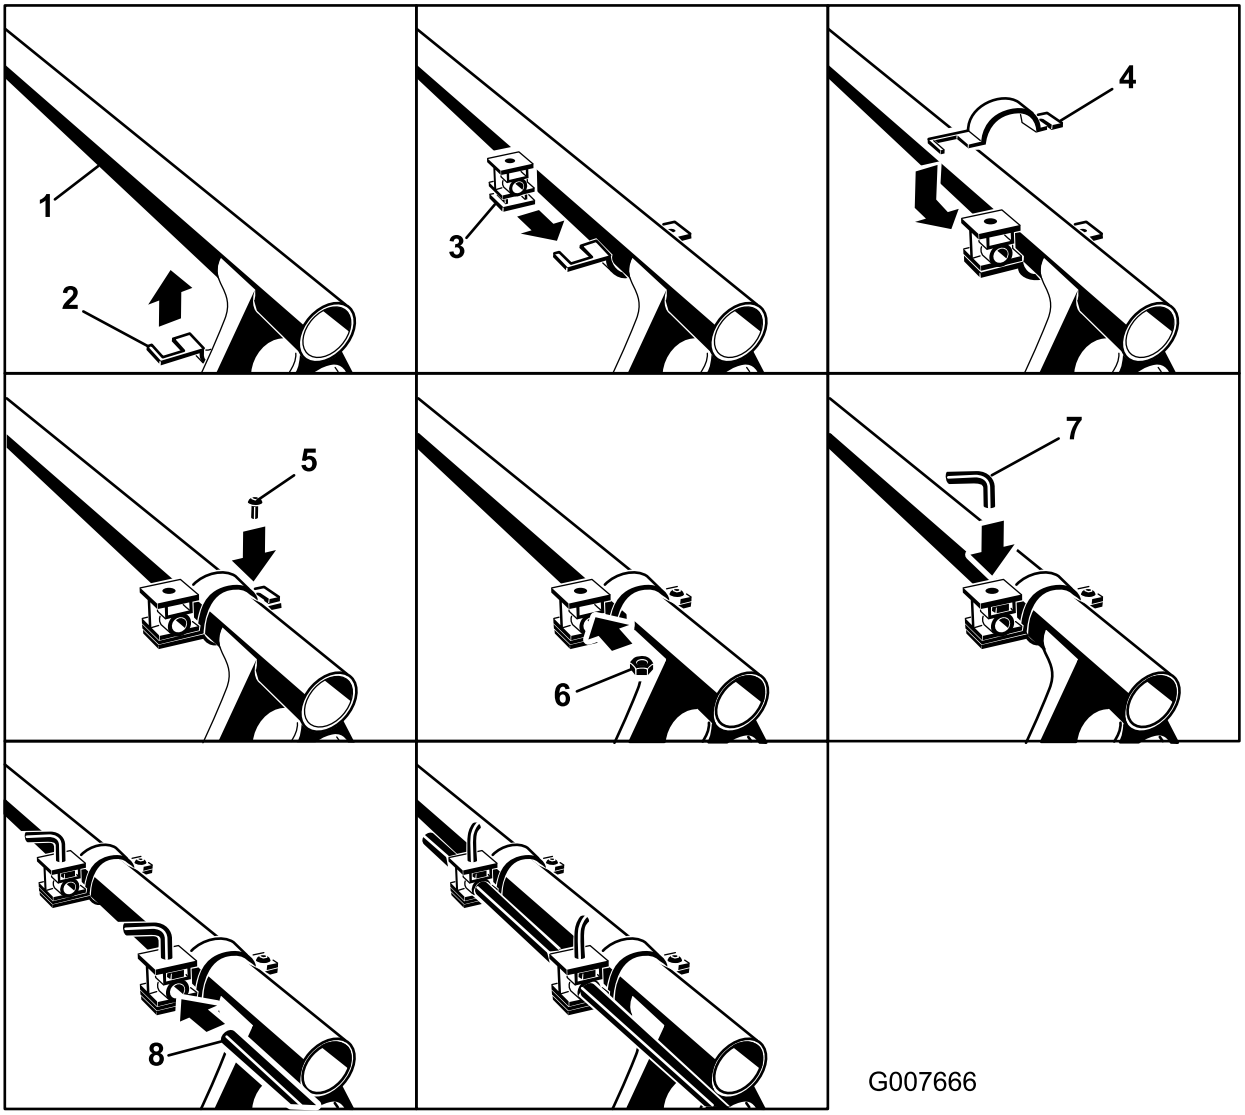

Figura 13
2. Localice los soportes de montaje de las boquillas de espuma y el espaciador. Instale el primer soporte a 3–4 pulgadas del extremo del tubo superior del brazo. Monte el soporte y el espaciador según se indica (Figura 13).